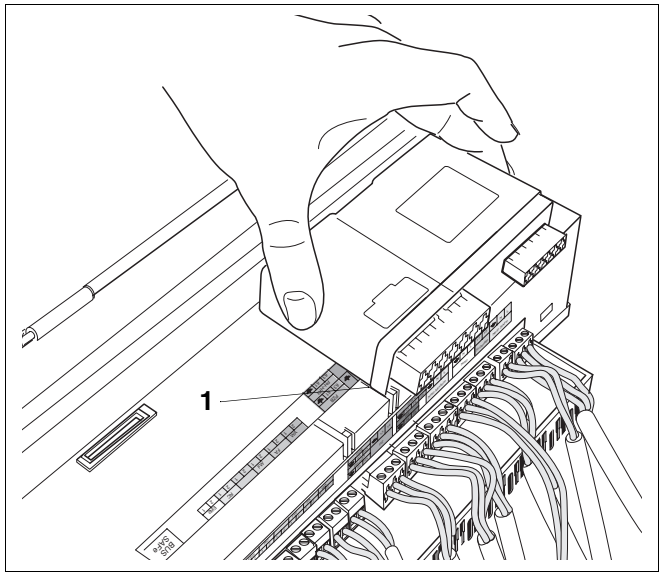

Abb. 36 Funktionsmodule einstecken
- Äußere hintere Rasthaken des Funktionsmoduls in die Laschen am Regelgerät führen (Abb. 36, **Pos. 1**).
- Modulvorderseite nach unten drücken (Abb. 36).